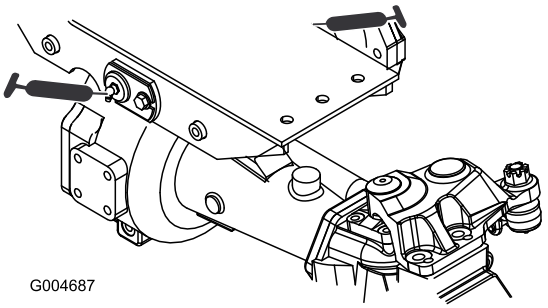

Рисунок 36
- Втулки шарниров переднего и заднего моста (2 шт.) (Рисунок 36)